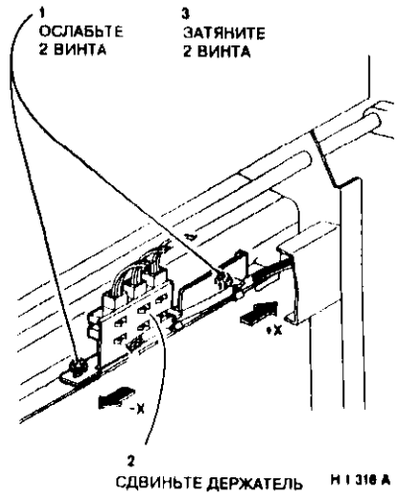

Рисунок 5. Регулировка размера 'X'
3. (Рисунок 5) Отрегулируйте положение держателя датчика.